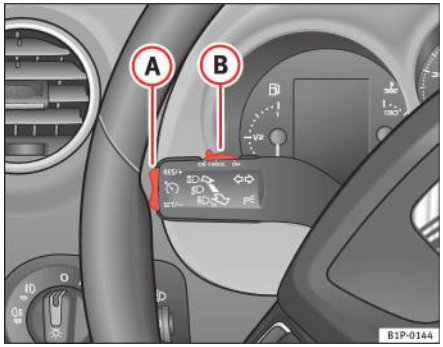

Fig. 131 Maneta pentru semnalizarea direcţiei şi faza lungă: comutatorul şi comutatorul basculant pentru tempomat
– Când a fost atinsă viteza pe care doriţi să o setaţi, apăsaţi scurt, o singură dată, partea inferioară **SET/-** a comutatorului basculant ⇒ fig. 131 (A).